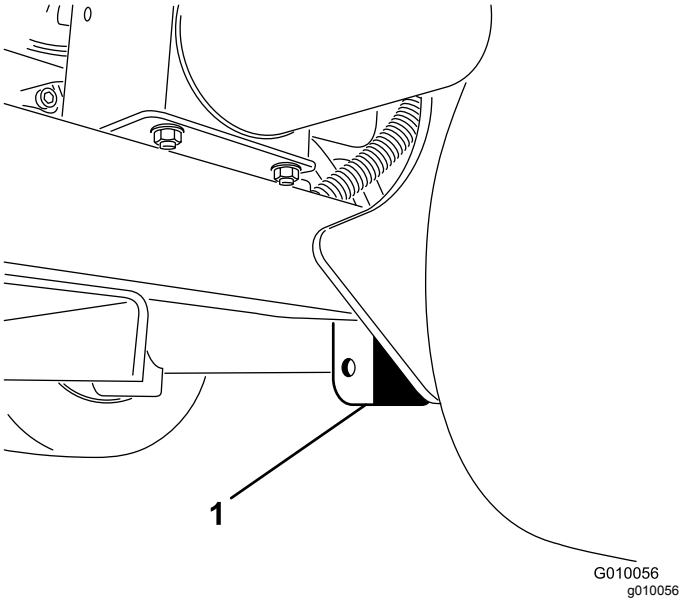

Figur 42
3. Placera domkraften på ett säkert sätt under ramplattan, precis innanför bakhjulet (Figur 42).